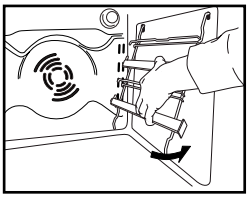

Рис. 4
4. Установите боковые решетки-держатели в камеру духовки *(Рис. 4)*.